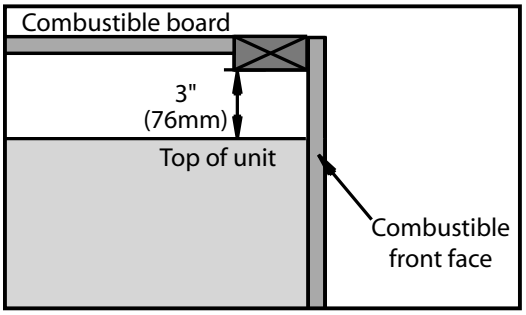

Figure 13. Combustible Shelf Clearance.
Step 3. With the pipe in the correct position and attached to the fireplace, mark the wall for a 10 inches (25.4 cm) x 10 inches (25.4 cm) square hole (see Figure 13). The center of the hole should match the center line of the horizontal pipe. Cut and frame the hole in the exterior wall where the vent will be terminated. Install the wall thimble supplied with the stove into the hole in the wall. If the wall being penetrated is made of a non-combustible material (i.e. masonry or concrete) a 7 inches (17.8 cm) hole is acceptable.